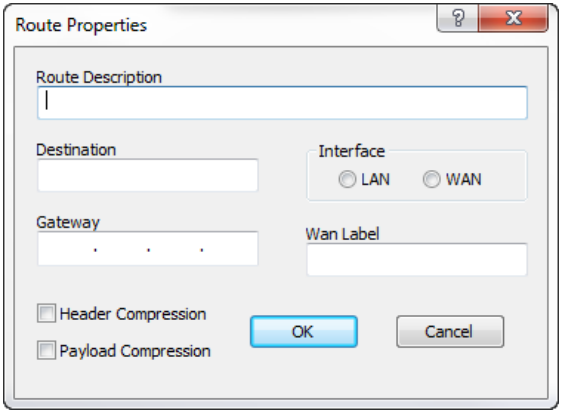

Figure 4-12 Route Properties dialog, CDM-800
2. Click on the **Add Entry** button at the bottom of the dialog to create a new static route for this unit (figure 4-12).